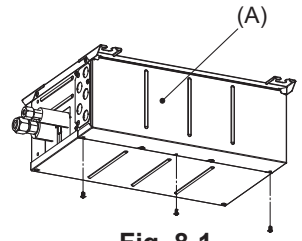

Fig. 8-1
1) Retire la cubierta eléctrica. (Fig. 8-1)